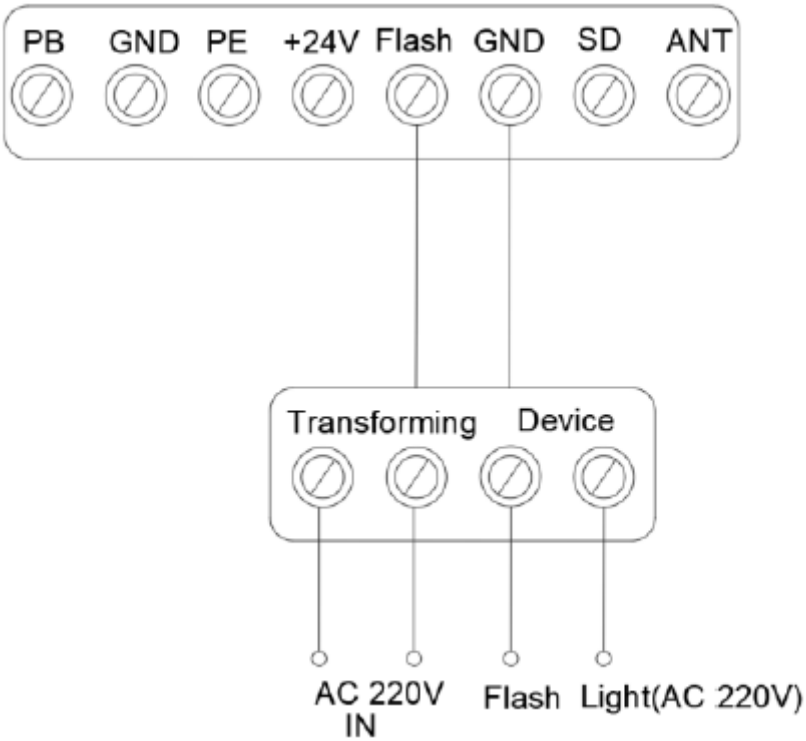

Abbildung 24
2. Blitzlichtfunktion. (Abb. 24, Abb. 25)
3. Schutz der Durchgangstür (SD) (Abb. 24, Abb. 25)